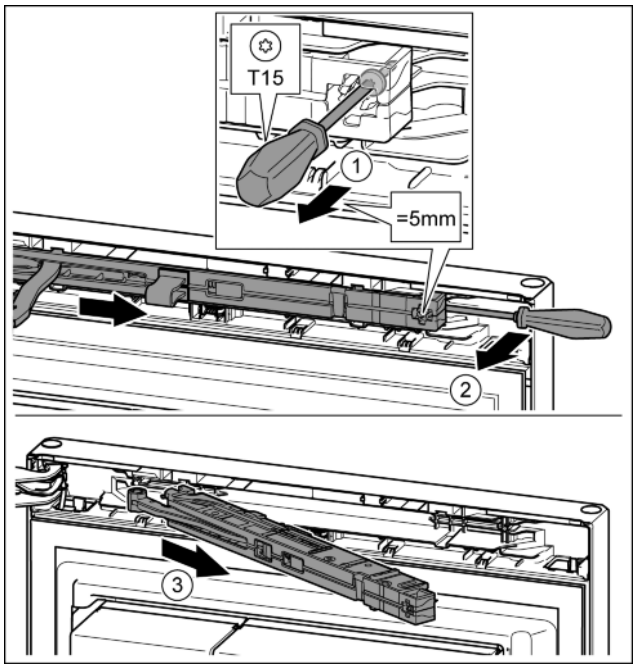

Fig. 14
▶ Šroub na jednotce tlumiče zavírání povolte šroubovákem T15 o cca 5 mm. *Fig. 14 (1)*
▶ Šroubovákem na straně madla zajeďte za jednotku tlumiče zavírání a otočte ji dopředu. *Fig. 14 (2)*
▶ Vytáhněte jednotku tlumiče zavírání. *Fig. 14 (3)*